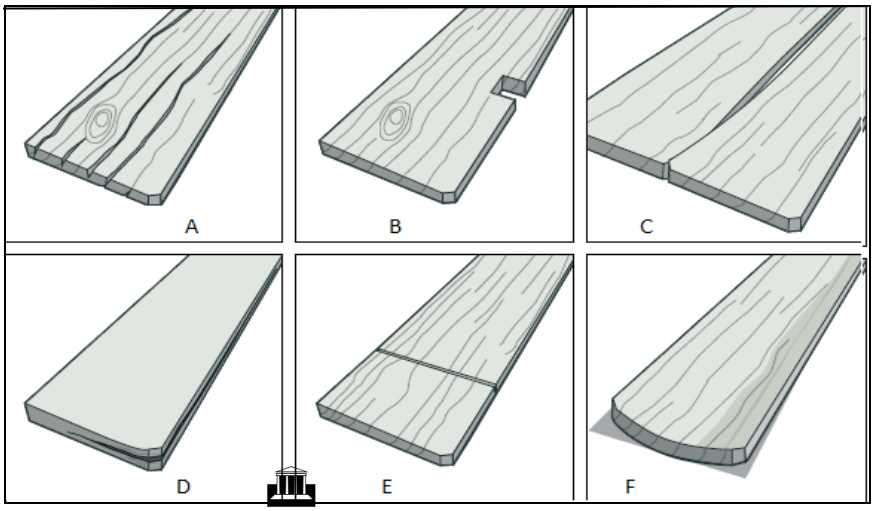

FIGURE 1 (6 × 1) (6)
3.2 Name the defects on the timber used during scaffolding shown in FIGURE 1. Write only the defect next to the letter (A–F) in the ANSWER BOOK.